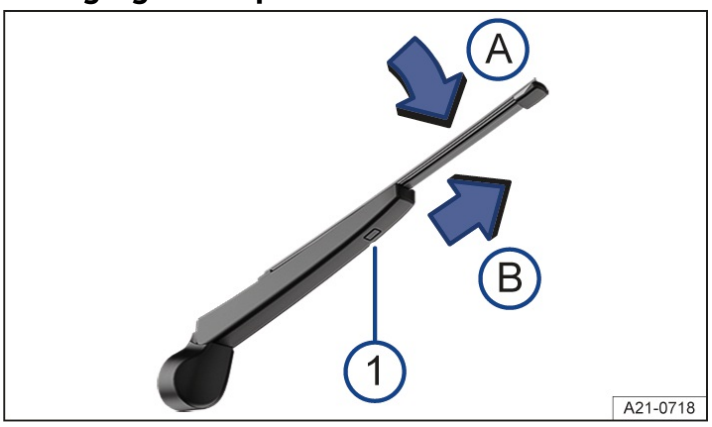

Fig. 2 Changing the wiper blade for the rear window.
3. Press and hold the release button → *Fig. 2* (1).
4. Tilt the wiper blade in the direction of the wiper arm → *Fig. 2* (A) and pull it off in the direction of the arrow (B) at the same time. You may need to use some force to do this.
5. Insert a new wiper blade with the same length and design onto the wiper arm against the direction of the arrow. Push it on until it engages → *Fig. 2* (B). The wiper blade must be in folded-down position to do this
→ *Fig. 2* (A).